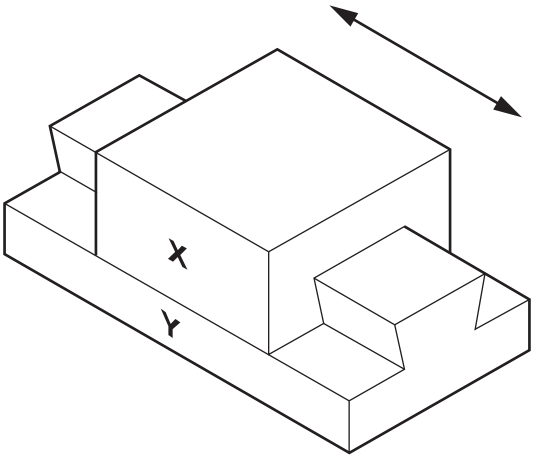

**Fig. 7.1**
**7** Fig. 7.1 shows two parts of a machine where movement takes place in the directions shown.
**(b)** Name the type of motion indicated in Fig. 7.1.